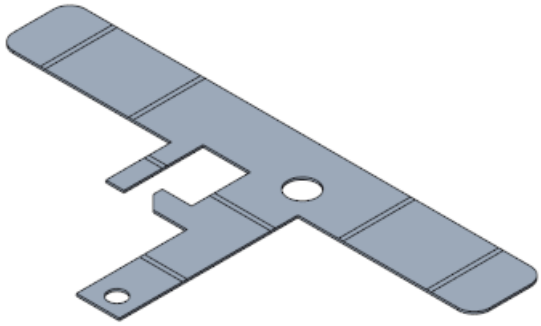

Figure 14-104 *Model after creating the flat pattern*
2. To clear the 3D notes, choose **Annotation Display Filter > Annotation Display** from the **Graphics** toolbar. The flat pattern of the model is displayed, as shown in Figure 14-104.